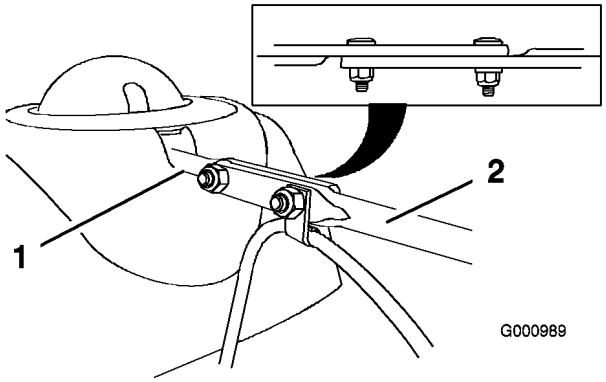

Figur 9
3. Rikta in den långa utkastarreglagestångens flata baksida med den korta stångens flata framsida, som sticker ut från kontrollpanelens framsida, så att de ligger intill varandra (Figur 9).